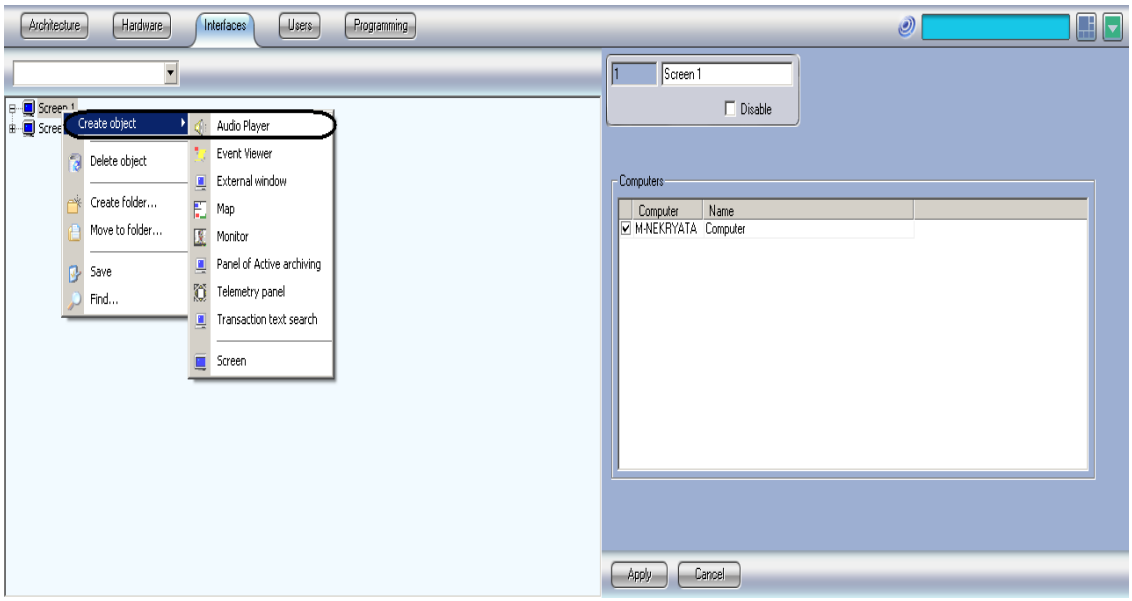

Figure 8.8-18. Creating the Audio player object
1. Select the required object Screen on the tab Interface of System settings dialog window (Figure 8.8-18).
2. Click with the right mouse button upon the selected object Screen and in the contectual menu , that will open, select Create object ⇨ Audio player (Figure 8.8-18, 1).